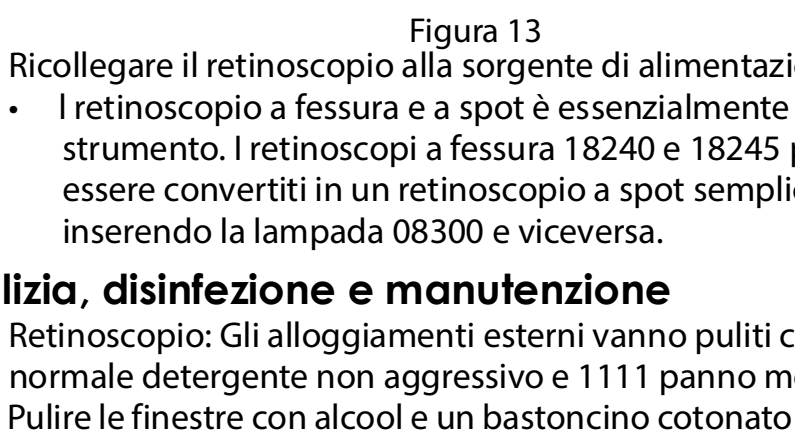

Figura 13
- Lampadina 08300 - Spingere la lampadina fino in fondo. L'inserimento della lampadina non dovrebbe risultare difficoltoso: non forzarla. Ii piedino di contatto sulla base della lampadina deve essere allineato con i tagli metallici sulla base del retinoscopio (Figura 13).